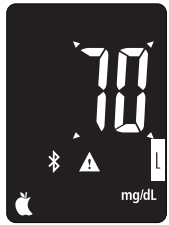

Rys. 34
6. Aby zmienić ustawienie alarmu, użyj przycisków ▲ i ▼, aż dojdziesz do pożądanego ustawienia. Następnie wciśnij przycisk ⏻, aby potwierdzić swój wybór (Rys. 34). Konfiguracja alarmów urządzenia została zakończona (Zakres alarmu 45-90mg/dL / 2.5-5.0mmol/ L, fabrycznie ustawiona wartość 70 mg/dL / 3.9mmol/L.).